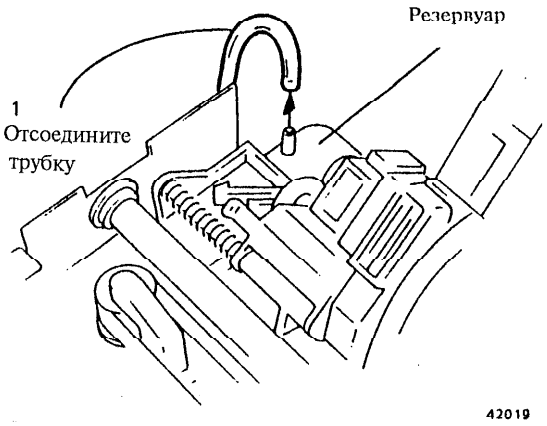

Рис. 1 Отсоединение трубки для долива чернил
4. (Рис. 1): Отсоедините трубку для долива чернил от резервуара.